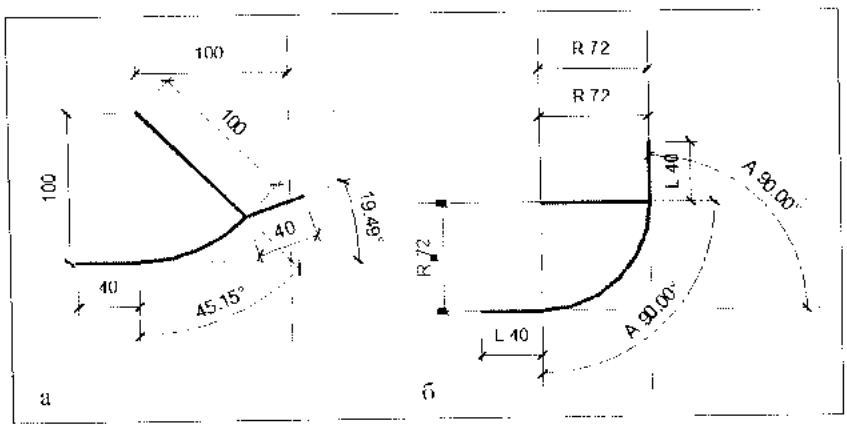

Рис. 39.26. *Задание параметров*
5. Сформировать параметры, задающие геометрию фитинга (рис. 39.26).
Результат преобразования размеров в параметры показан на рис. 39.26,б.